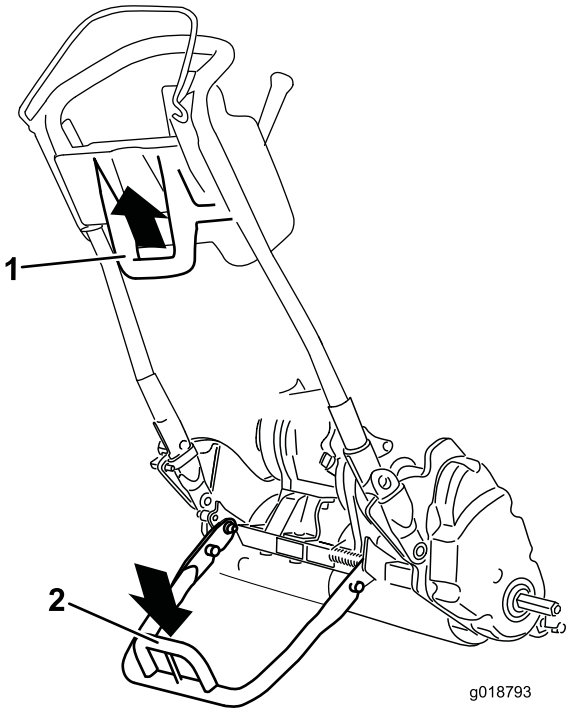

Figuur 19
- Om de kickstandaard te gebruiken bij de montage van de transportwielen moet u de kickstandaard op de grond laten zakken en op de lus trappen. Trek de centrale onderste handgreep van de machine op hetzelfde moment naar achteren en naar boven (Figuur 19).